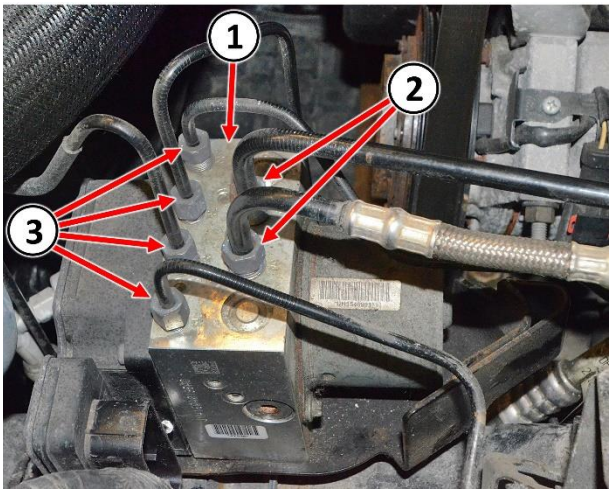

Figure 12 – HCU Hydraulic Tubes
3. Remove the primary and secondary brake hydraulic tubes (2) at the HCU (1) (Figure 12).
4. Remove the chassis hydraulic tubes (3) at the HCU (1) (Figure 12).
13. Install the chassis hydraulic tubes (3) to the HCU (1) and tighten the fittings to 21 N·m (15 Ft. Lbs.) (Figure 12).
14. Install the primary and secondary brake hydraulic tubes (2) to the HCU (1) and tighten the fittings to 35 N·m (26 Ft. Lbs.) (Figure 12).